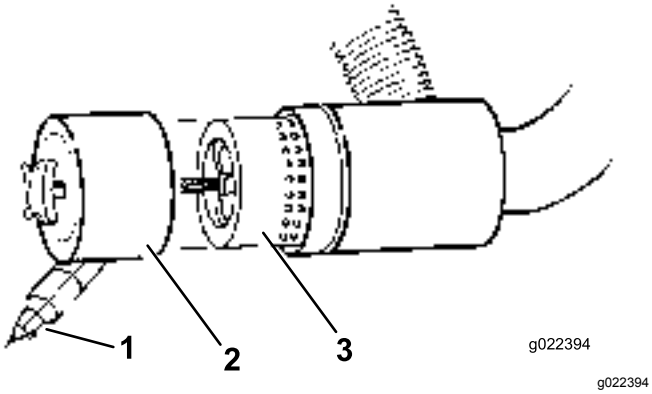

**Figuur 42**
3. Verwijder en vervang het filter (Figuur 42).